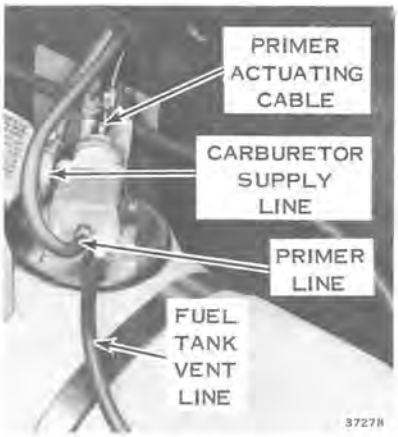

Figure 6-14
a. The primer is a simple pump which pumps raw fuel from the fuel tank, directly into the carburetor, forward of the throttle plate, then into the intake manifold. See Figure 6-14.
c. To disconnect tank for cleaning, remove screws from hold down straps, primer actuating cable, carburetor supply line, and fuel vent and primer lines from primer pump. Tank can now be lifted out past the heat shield. See Figures 6-14 and 6-17.